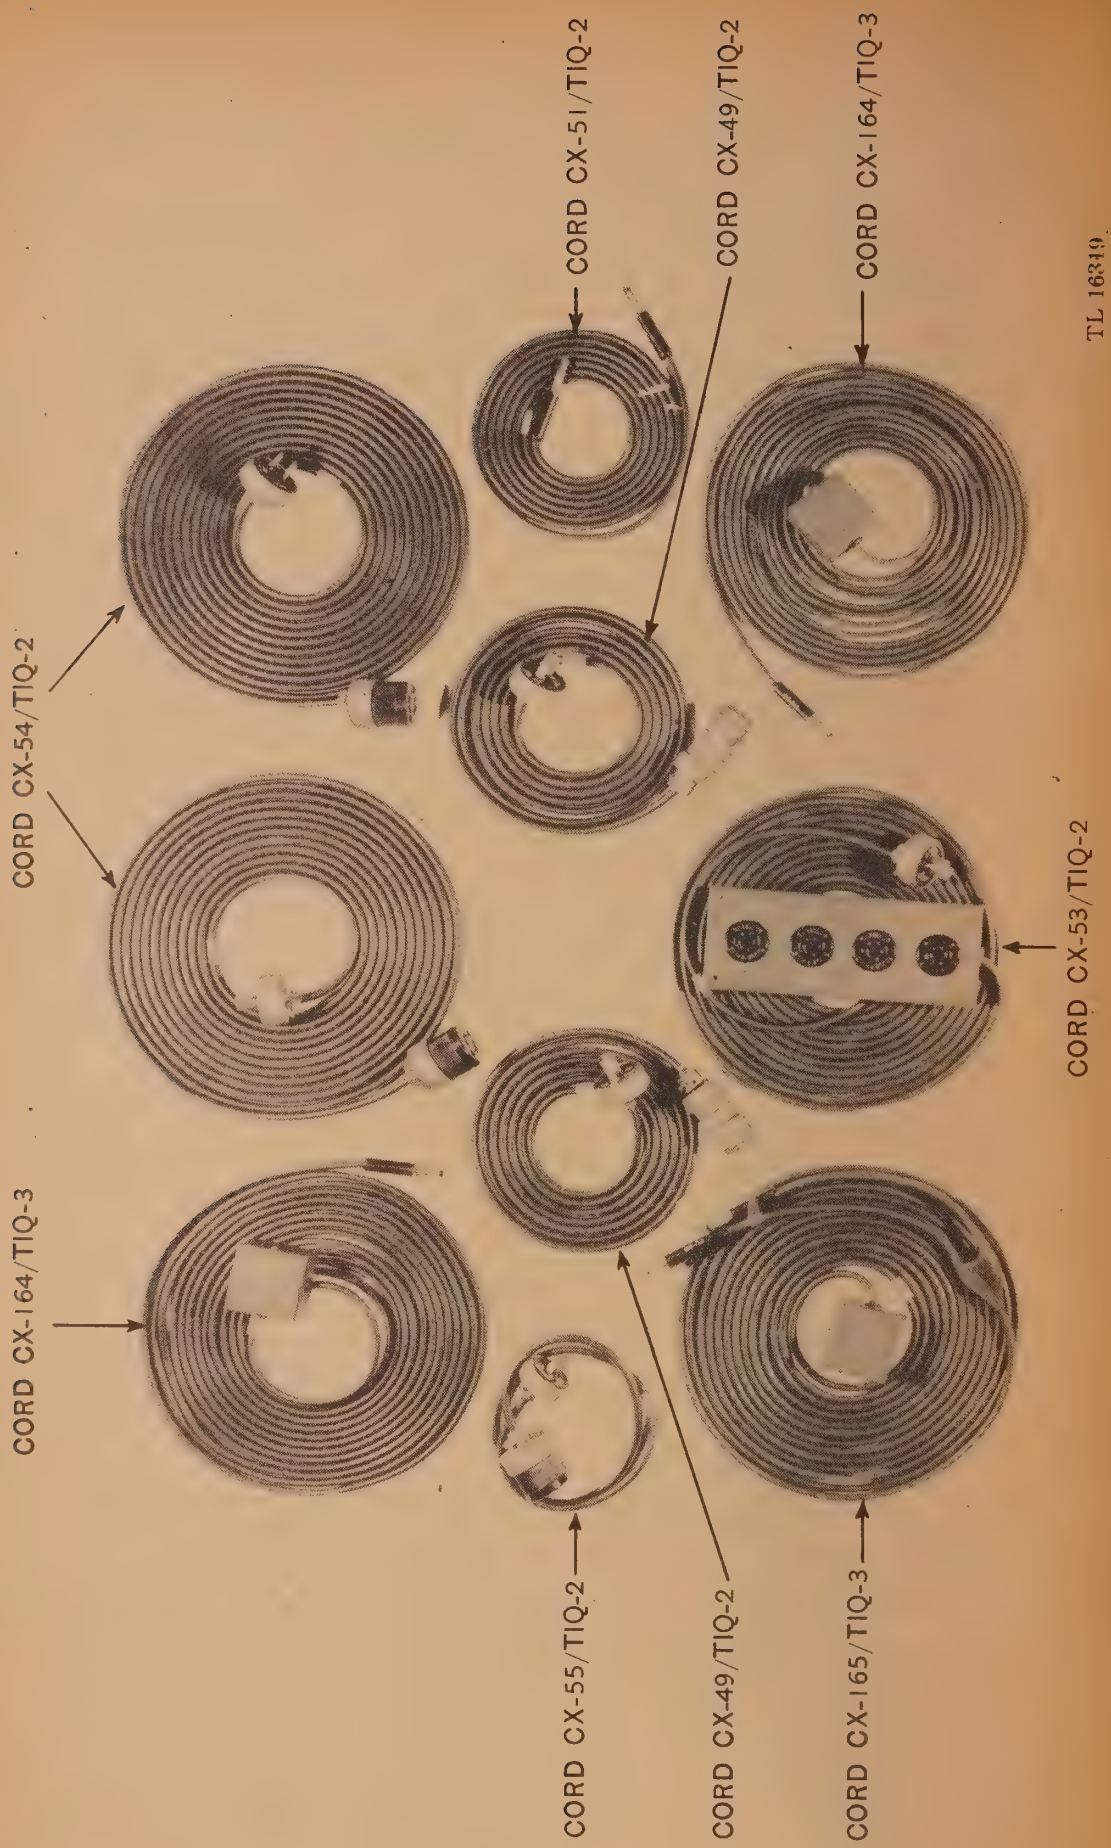

Figure 7. Cords CX–49/TIQ–2, CX–51/TIQ–2, CX–53/TIQ–2, CX–54/TIQ–2, CX–55/TIQ–2, CX–164/TIQ–3, and CX–165/TIQ–3.
e. Cord CX–49/TIQ–2, A-c Power Cords W–1 and W–2 (figs. 7 and 11). (1) Cord CX–49/TIQ–2 (W–1) is stored in the bottom drawer of the SPARE PARTS case. This cord consists of 10 feet of two-conductor cable, and is terminated at one end by female connector J–10 which is attached to male connector P–15 on the front panel of the control unit. The other end of this cord is terminated by plug P–10 which is inserted into receptacle J–12, J–13, J–14, or J–15 in the connector box on power extension Cord CX–53/TIQ–2 (W–4).
(2) Cord CX–49/TIQ–2 (W–2) is stored in the bottom drawer of the SPARE PARTS case. This cord consists of 10 feet of two-conductor cable, terminated at one end by female connector J–11 which is attached to connector P–14 on the front panel of the amplifier unit. The other end of this cord is terminated by plug P–9 which is inserted into receptacle J–12, J–13, J–14, or J–15 in the connector box on power extension Cord CX–53/TIQ–2 (W–4).
f. Cord CX–53/TIQ–2, Power Extension Cord W–4 (figs. 7 and 11). Cord W–4 is stored in the bottom drawer of the SPARE PARTS case. This cord is a 25-foot rubber-covered, two-conductor cable, terminated at one end by a connector box containing receptacles J–12, J–13, J–14, and J–15, to which are connected plug P–10 on control unit power cord W–1, and plug P–9 on amplifier power cord W–2. The two remaining receptacles are spares. The other end of cord W–4 is terminated by plug P–13 which may be connected directly to the power output connector on Power Unit PE–214–B, or to the female connector on one of the power extension cords W–5, W–6, or W–7.
g. Cords CX–54/TIQ–2, Power Extension Cords W–5 and W–6 (figs. 7 and 11). (1) Cord CX–54/TIQ–2 (W–5) is stored in the bottom drawer of the SPARE PARTS case. This is a 25-foot rubber-covered, two-conductor cable, terminated at one end by female connector J–18 which is connected to plug P–13 on power cord W–4. The other end of cord W–5 is terminated by plug P–12 which may be connected directly to the power unit, or to the female connector on power extension cord W–6.
(2) Cord CX–54/TIQ–2 (W–6) is stored in bottom drawer of the SPARE PARTS case. This is a 25-foot rubber-covered, two-conductor cable, terminated at one end by female connector J–17 which is connected to plug P–12 on power extension cord W–5. The other end of cord W–6 is terminated by plug P–11 which may connect directly to the power unit, or to the female connector on cord W–7.
h. Cord CX–55/TIQ–2, Power Connection Adapter Cord W–7 (figs. 7 and 11). Cord W–7 is stored in the bottom drawer of the SPARE PARTS case. This cord is a 3-foot, rubber-covered, two-conductor cable,
i. Cord CX–51/TIQ–2, Interconnecting Cable W–3 (figs. 7 and 11). Cord W–3 is stored in the bottom drawer of the SPARE PARTS case. This cord is a 10-foot rubber-covered, single-conductor, shielded cable, terminated at one end by Plug PL–55 (P–8) which is inserted into Jack JK–34A (J–1) on the control unit. The other end of cord W–3 is terminated by Plug PL–55 (P–5) which is connected to Jack JK–34A (J–4) on the amplifier front panel, or the jack on one of the interconnecting extension cords W–8 or W–9.
j. Cords CX–164/TIQ–3, Interconnecting Extension Cords W–8 and W–9 (figs. 7 and 11). (1) Cord W–8 is stored in the bottom drawer of the SPARE PARTS case. This cord is a 25-foot rubber-covered, single-conductor, shielded cable, terminated at one end by Plug PL–55 (P–6) which is connected to Jack JK–34A (J–4) on the amplifier front panel. The other end of cord W–8 is terminated by a connector box containing Jack JK–34A (J–6) which is connected to plug P–5 on cord W–3. (2) Cord W–9 is stored in the bottom drawer of the SPARE PARTS case. This cord is a 25-foot rubber-covered, two-conductor, shielded cable, terminated at one end by Plug PL–55 (P–7) which is connected to Jack JK–34A (J–4) on the front panel of the amplifier unit. The other end of cord W–9 is terminated by a connector box containing Jack JK–34A (J–7) which is connected to plug P–6 on power extension cord W–8. This cord provides additional extension for interconnecting cords W–3 and W–8.
k. Cord CX–165/TIQ–3, Handset-cord Extension W–10 (figs. 7 and 11). Cord W–10 is stored in the bottom drawer of the SPARE PARTS case. This cord is a 25-foot rubber-covered, 5-conductor, shielded cable, divided into a Y at one end. One cord of the Y contains two conductors and terminates in Plug PL–55 (P–4) which is connected to Jack JK–34A (J–2) on the control unit panel. The other cord of the Y contains three conductors terminating in Plug PL–68 (P–2) which connects to Jack JK–33A (J–8) on the control unit panel. The other end of cord W–10 is terminated by a connector box containing one Jack JK–34A (J–3) which connects to Plug PL–55 (P–3) on the handset cord W–11, and one Jack JK–33A (J–9) which connects to Plug PL–68 (P–1) on the handset cord W–11. This cord is used to extend the handset cord when necessary.